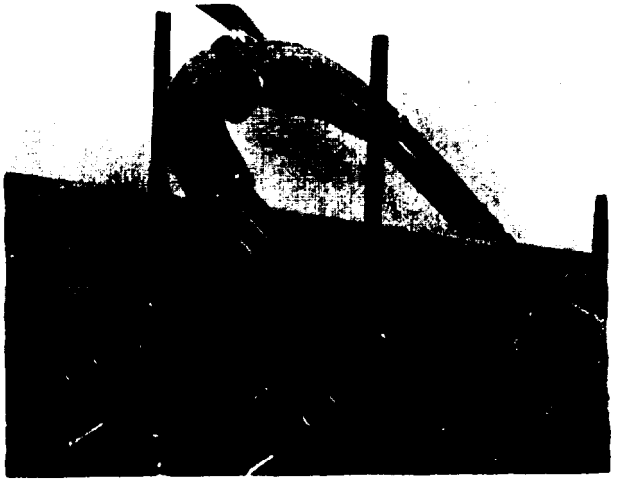
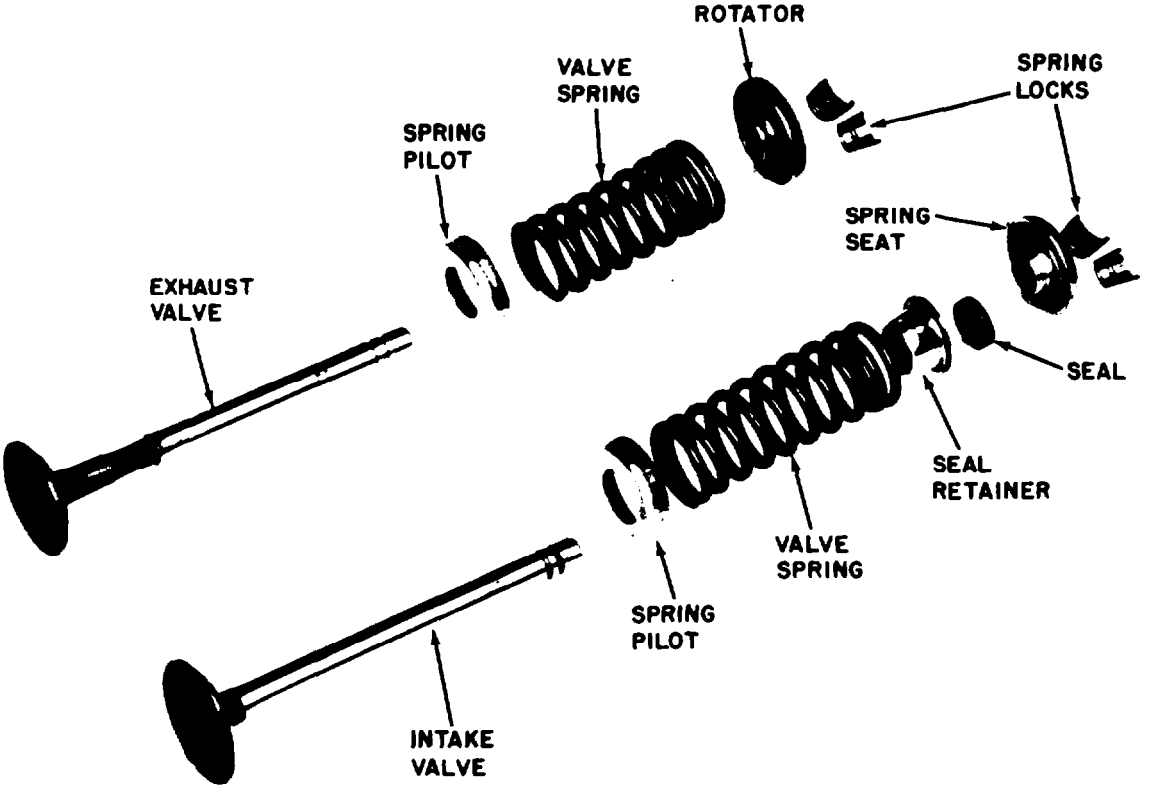

Figure 5-16. Valve Removal
Figure 5-17. Value Parts Removed
a. Using valve spring compressor as shown in Figure 5-16 compress the valve springs, remove spring locks . . . release spring compressor and remove . . . rotator (exhaust) seat (intake), spring and spring pilot. See Figure 5-17 for valve parts removed.